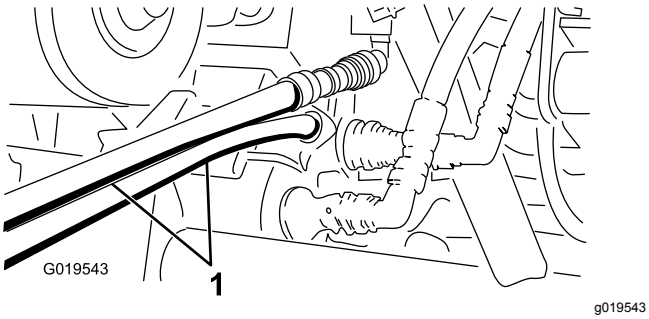

Figur 71
5. På den andre maskinen kobler du de to slangene til koblingen som fremdeles er i koblingsbraketten (koble den øverste slangen til den øverste koblingen og den nederste slangen til den nederste koblingen) (Figur 71).